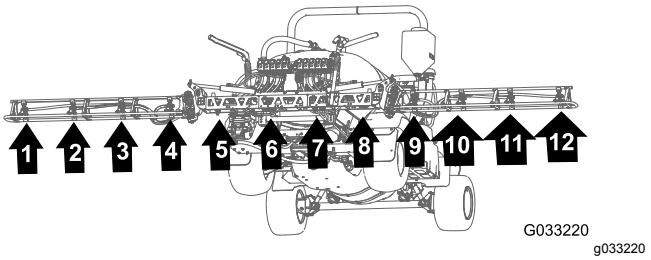
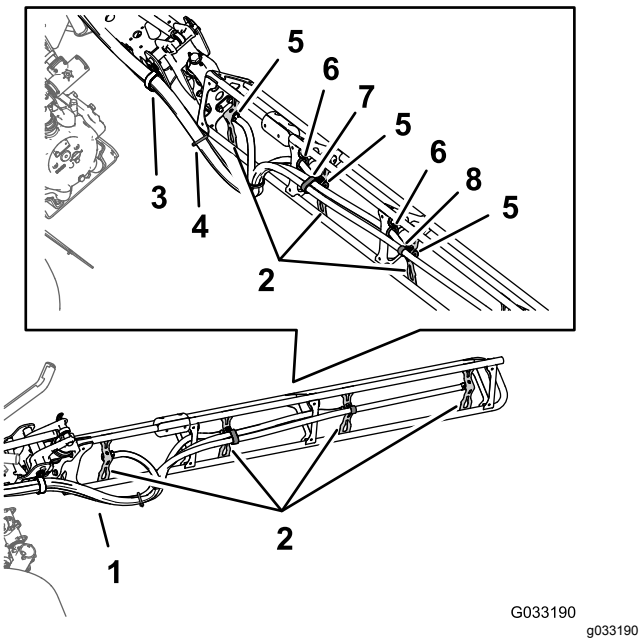

Figur 141
Figur 142
1. Før slangene for sprederdysene 1, 2, 3 og 4 gjennom R-klemmen på venstre ytre ende av den midtre bomseksjonen (Figur 141 og Figur 142).
2. Før slangene for sprederdysene 7, 8, 9 og 10 gjennom R-klemmen på høyre ytre ende av den midtre bomseksjonen (Figur 141 og Figur 142).
3. Før forsyningsslangene på 279 cm og slangeskaftene med mothake (3/4 tomme) langs bomseksjonen til sprederdysene 1 og 10 som vist i (Figur 141 og Figur 142).
4. Før forsyningsslangene på 234 cm og slangeskaftene med mothake (3/4 tomme) langs bomseksjonen til sprederdyse 2 og 9 langs bomseksjonen som vist i Figur 141 og Figur 142.
5. Før forsyningsslangene på 188 cm og slangeskaftene med mothake (3/4 tomme) langs bomseksjonen til sprederdyse 3 og 8 som vist i Figur 141 og Figur 142.
6. Før forsyningsslangene på 188 cm og slangeskaftene med mothake (3/4 tomme) langs bomseksjonen til sprederdyse 4 og 7 som vist i Figur 141 og Figur 142.
7. Bunt de fire slangene for sprederdysene sammen med et kabelfeste som vist i Figur 142.